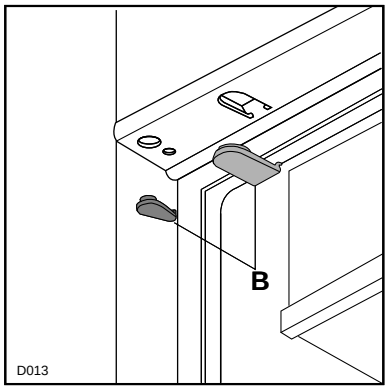

Fig. 5
Appliquez les caches (B) sur les ailettes des butées et dans les trous des charnières (Fig. 5).